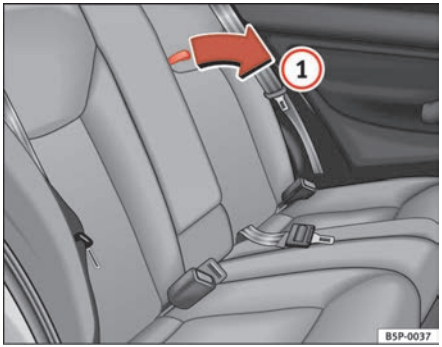

Fig. 110 Opening the rear drink holders
– To open, pull the loop in the direction of the arrow ⇒ page 142, fig. 110 (1).